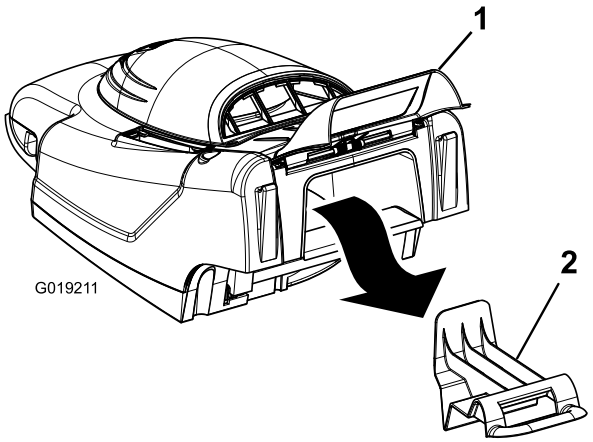

Figuur 14
1. Til de achterklep op en verwijder de mulchplug (Figuur 14).